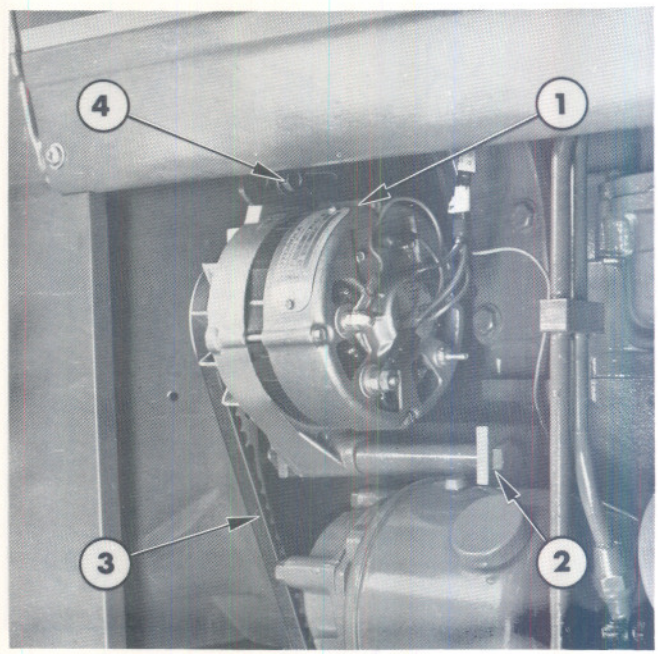

Figure 22
2. Disconnect all wires from the alternator, Figure 22.